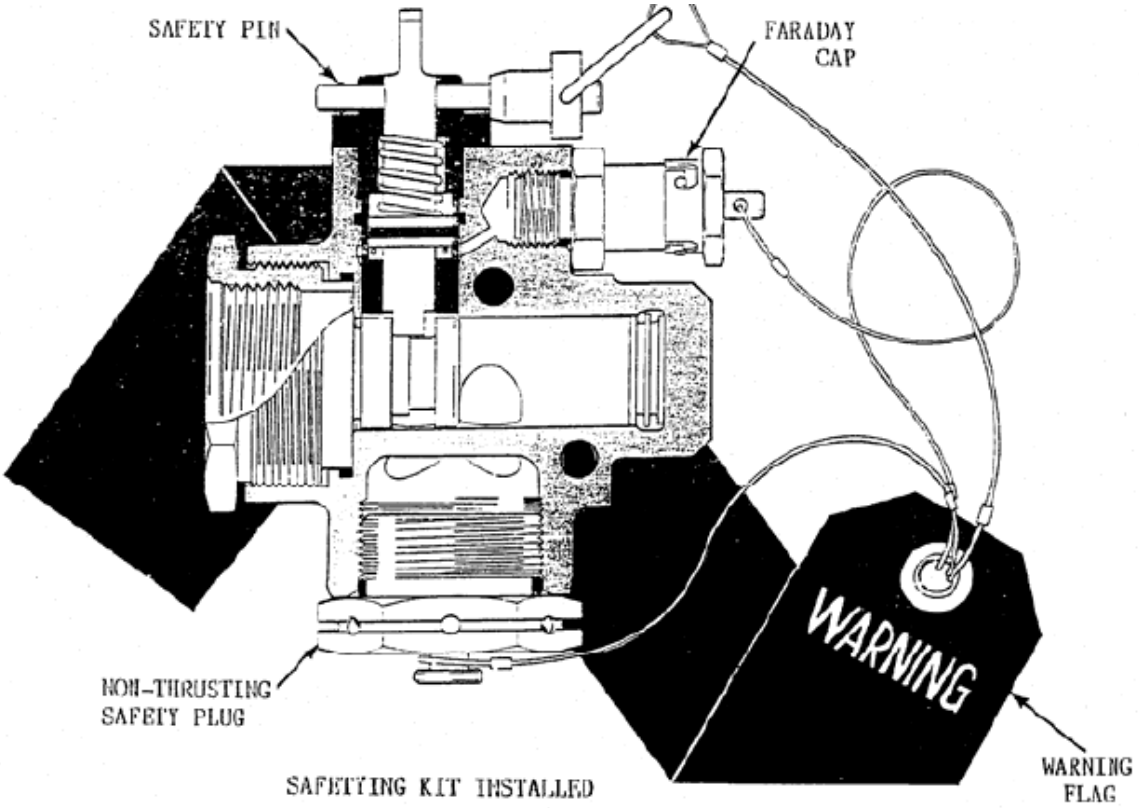

Figure 1 - Safety Kit
c. Using safety kit P/N 28023168, or acceptable alternate, prepare the valve assembly on the float cylinder for maintenance by installing the safety pin through the cap and the piston pin hole. Make sure the Faraday cap or shorting spring is installed on the squib (Figure 1). Note that, for this application, the non-thrusting safety plug shown in Figure 1 is not required.